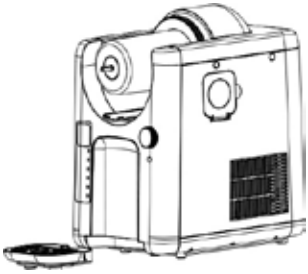

Abb. 10
18. Ziehen Sie die Abtropfschale aus dem Gerät, entleeren Sie die Abtropfschale und reinigen Sie Schale und Abtropfgitter in warmem Wasser, dem Sie etwas Spülmittel zugeben können (Abb. 10).